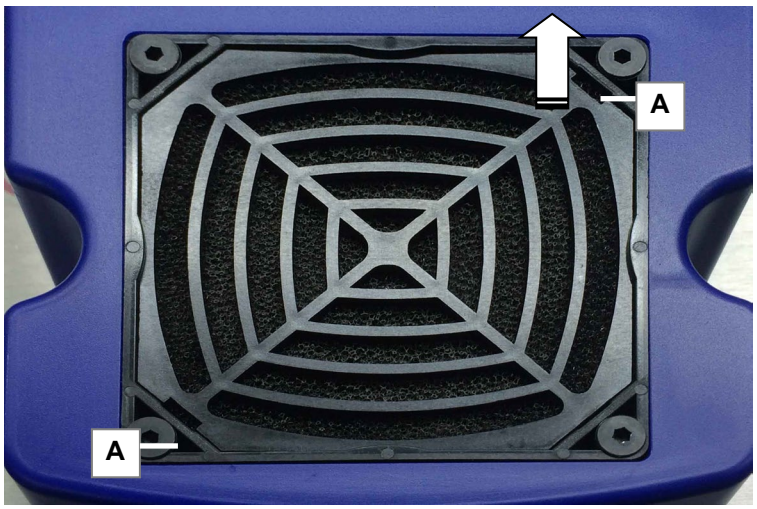

Fig. 8.3.3. Cover with fan grille / mounting slots
1. Remove fan grille: Lever the fan grille out of the frame of the fan cover, e.g. using a screwdriver at the provided mounting slots, (Fig. 8.3.3.A).